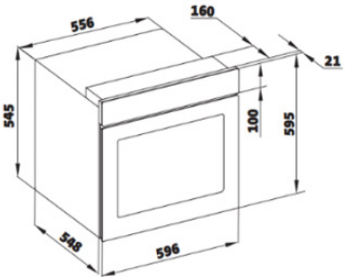

Figura 4
- Las dimensiones del aparato se indican en la figura 4. Las superficies de los muebles que se instalen y los materiales de instalación que se utilicen deberán resistir una temperatura de al menos 100 °C.